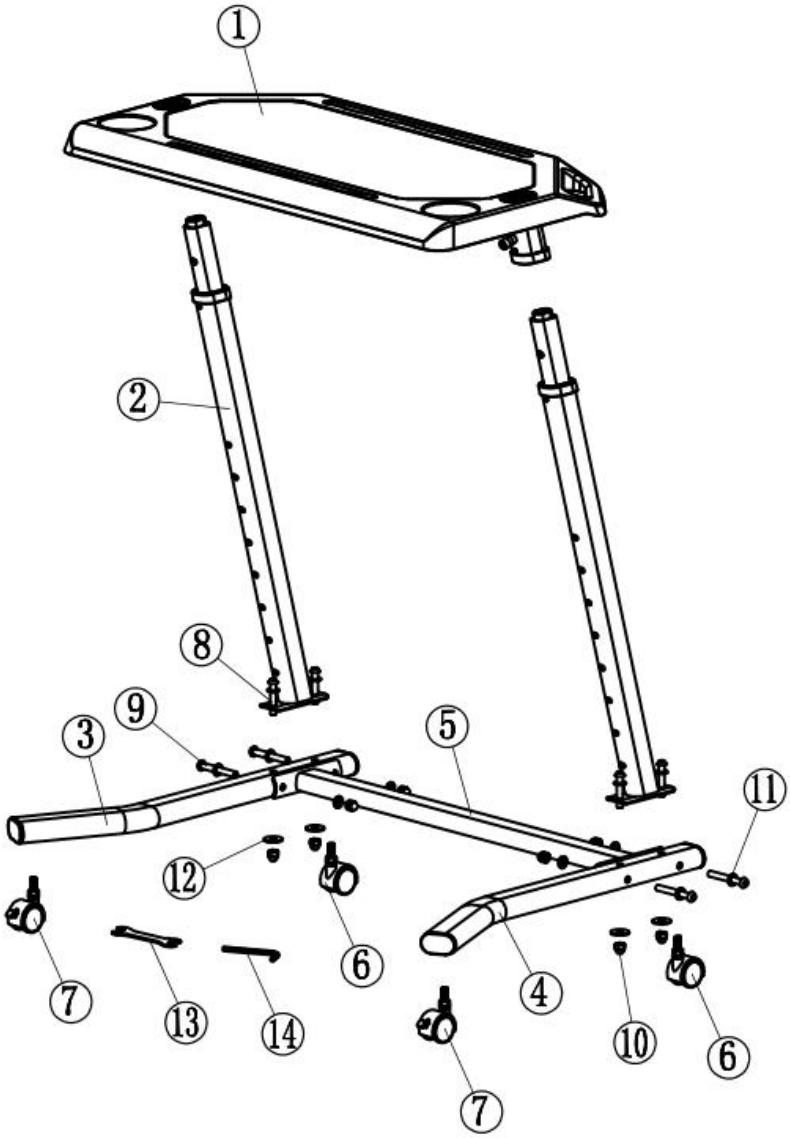

Fig 1
Step 1: Check product and accessories according the figure 1.